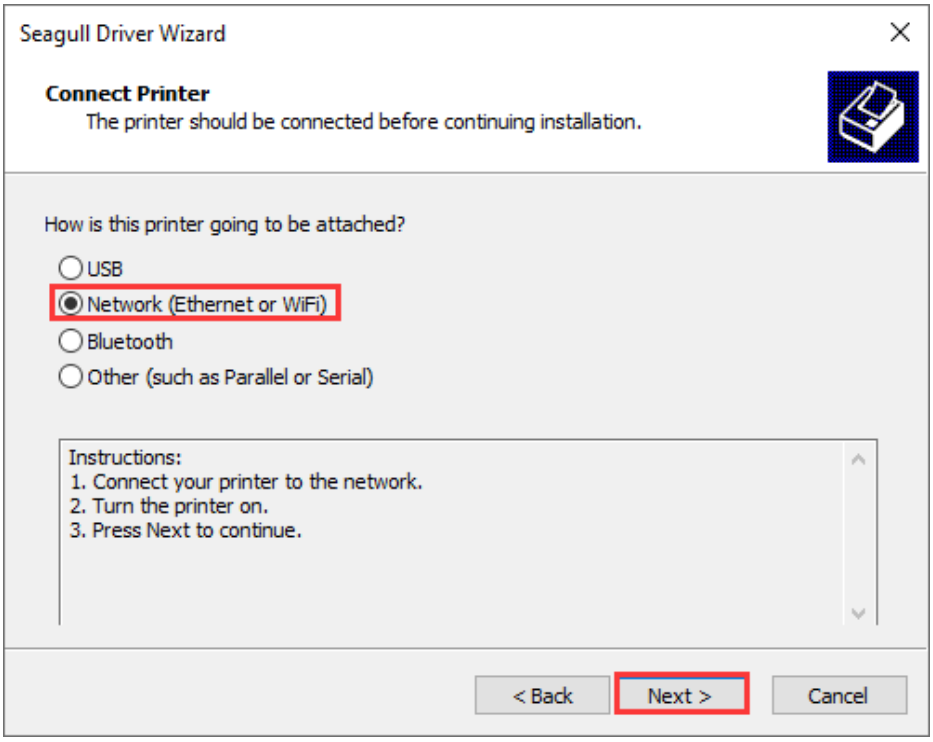

Figure 2-36 Connect Printer Screen
3. On the "Connect Printer" screen, select "Network (Ethernet or WiFi)", and then click "Next", as shown in Figure 2-36.